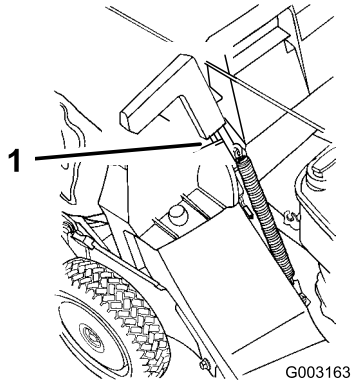

Bild 19
5. Ziehen Sie den Griff der Auswurfkanalklappe nach vorne, bis der Stift aus dem Riegel heraus ist. Bewegen Sie anschließend den Griff rückwärts, bis der Stift in die Korbaussparung einrastet (Bild 19).